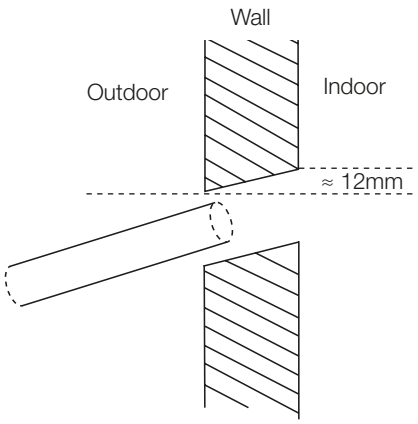

Fig. 6.4
3. Using a 65mm core drill, drill a hole in the wall. Make sure that the hole is drilled at a slight downward angle, so that the outdoor end of the hole is lower than the indoor end by about 12mm. This will ensure proper water drainage *(See Fig. 6.4)*. Place the protective wall cuff in the hole. This protects the edges of the hole and will help seal it once you finish installation.